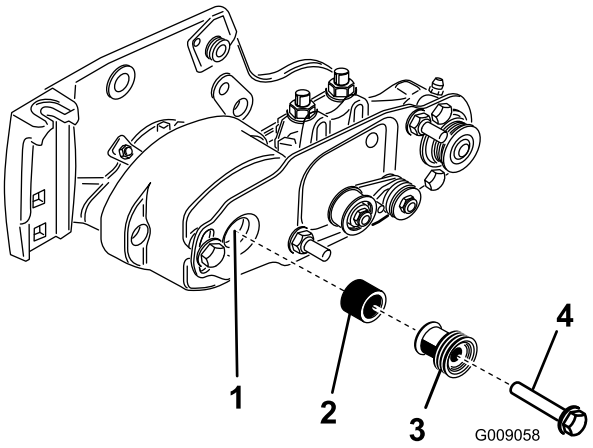

Figur 15
19. Monter afstandsbøsningen på akslen i lejehuset (Figur 15).
20. Indsæt drivremskiven i afstandsbøsningen og på drivakslen (Figur 15). Sørg for, at remskivernes tapper placeres i åbningen i drivakslen.
21. Fastgør remskiven og afstandsbøsningen til drivakslen med en flangehovedbolt (3/8 x 2 tommer) (Figur 15).